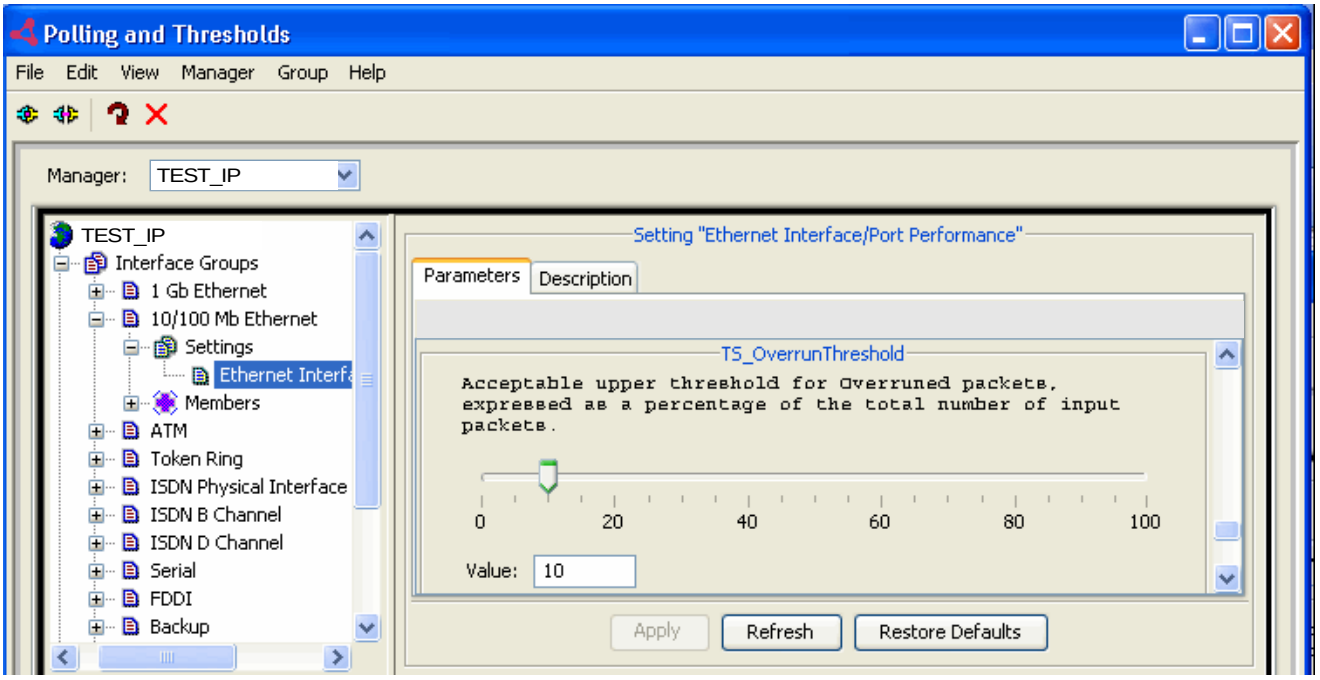

Figure 11 TS_OverrunThreshold attribute in the Thresholds tab
6. Verify that the value of the TS_OverrunThreshold attribute can be set as shown in Figure 11 on page 67.